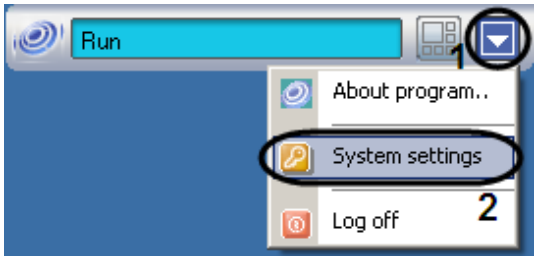

Figure 7.2-2. System settings dialog box startup
b. Click Run (Figure 7.2-2, 1) and then select System settings in the appearing dropdown menu (Figure 7.2-2, 2).